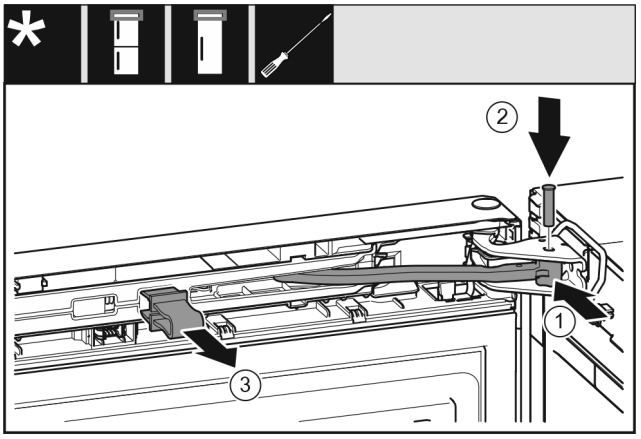

Fig. 25
- ▶ Pagrieziet šarnīru *Fig. 25 (1)* gultņa balstā.
- ▶ Ievietojiet tapu *Fig. 25 (2)* gultņa balstā un šarnīrā. Uzmaniet, lai fiksācijas izcilnis pareizi atrastos rievā.
- ▶ Noņemiet aizturi *Fig. 25 (3)*.